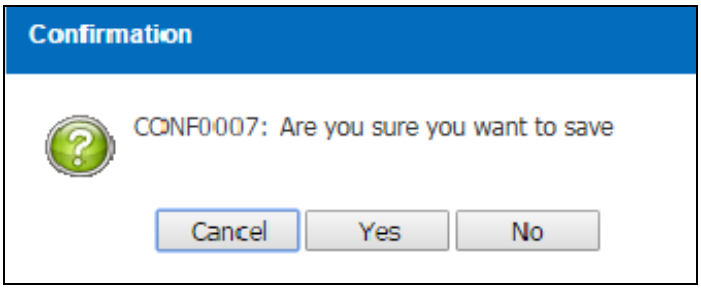

Figure 3.1.1-5 Confirmation Message
- *System will display a Confirmation Message as Figure 3.1.1-5*